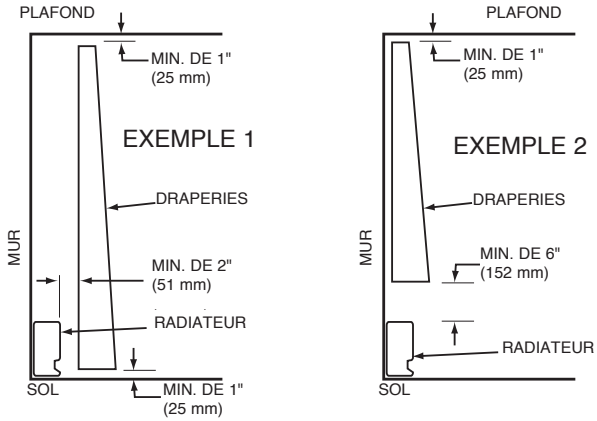

Figure 2 : Écartement pour les draperies
6. **ATTENTION** – Le radiateur fonctionne à des températures élevées. Maintenez les cordons électriques (dont les câbles du téléphone et de l'ordinateur), les tentures et autres parties de l'ameublement à distance du radiateur. Pour un fonctionnement sûr et efficace, nous recommandons de garder 6 pouces (152 mm) d'écartement au-dessus et devant le radiateur en permanence. Consultez la Figure 2 sur les exigences d'écartement minimal pour draperie.
De radiateur à draperie : N'installez pas de radiateur à un endroit où des rideaux ou draperies seraient en contact avec. Consultez la Figure 2 pour les écartements minimaux.